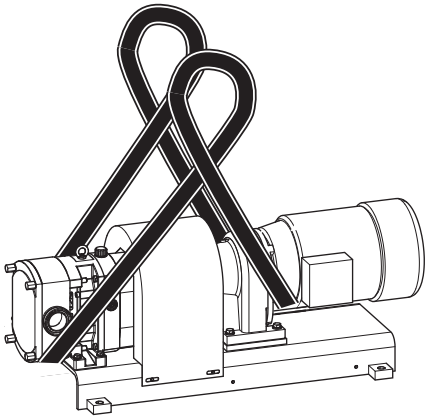

*Fig. 13 Trasporto con brache ad anello, raffigurato in modo esemplare per la pompa FL 100*
Posare le brache ad anello intorno al motoriduttore, vedere la *Fig. 13 «Trasporto con brache ad anello, raffigurato in modo esemplare per la pompa FL 100», pagina 11*.
2. Posare l'altra estremità delle brache ad anello intorno al corpo pompa, vedere la *Fig. 13 «Trasporto con brache ad anello,*